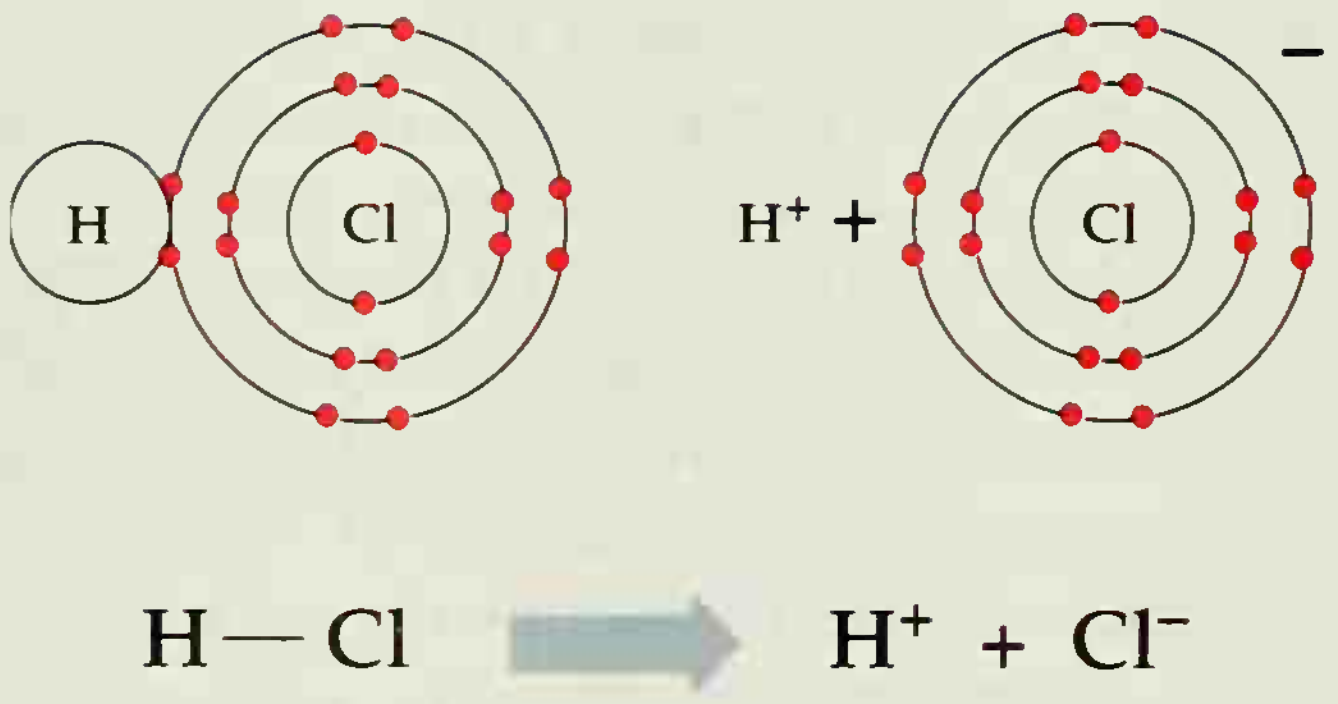

Figure 3.16
While the hydrogen halides are all covalent compounds that exist as gases under ordinary conditions, all but hydrogen fluoride ionize completely when they dissolve in water. (HF ionizes only slightly in water, producing only a few H^+ and F^- ions.) Hydrogen chloride (HCl), hydrogen bromide (HBr), and hydrogen iodide (HI) all ionize completely in water, each producing a hydrogen ion (H^+) and the associated halide ion (Fig. 3.16).